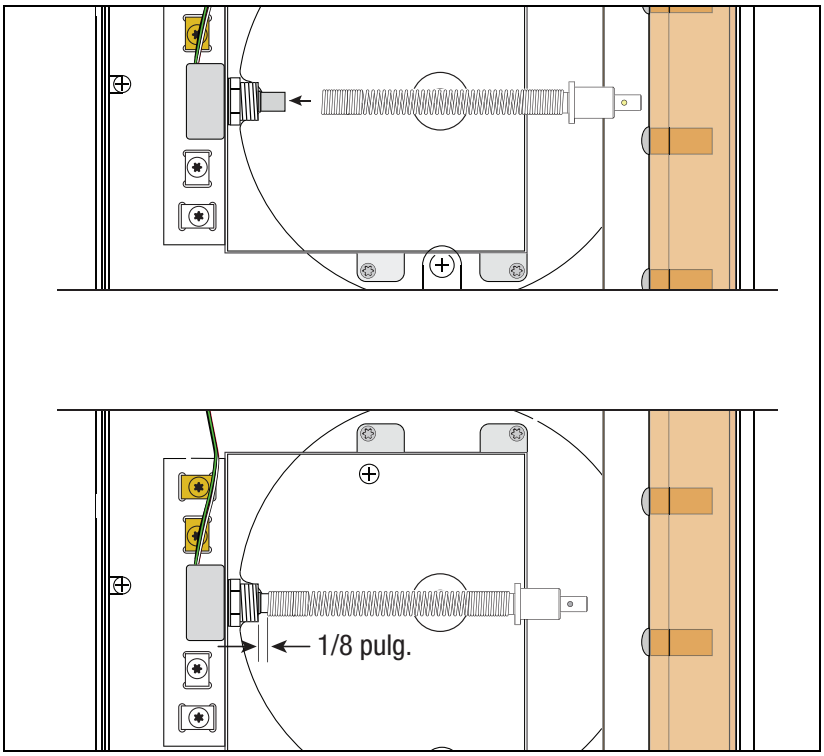

Figura B-3. Presión del resorte del codificador dentro del eje del codificador de pulso
4. Con el conjunto del resorte del codificador/eje de entrada en una mano, presione el extremo del resorte abierto en el eje del codificador de pulso. Introduzca el resorte en el eje hasta que esté aproximadamente a 1/8 pulgada del codificador de pulso (Figura B-3).